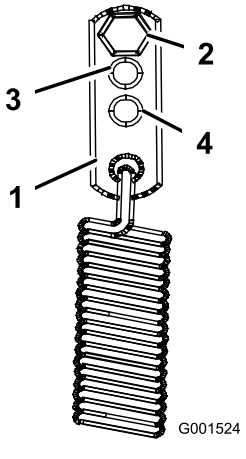

Figur 42
3. Flyt fjederankerforbindelserne til enten positionen middel eller svær (Figur 42). Fjederankerforbindelserne er fastgjort i det øverste bageste hjørne af de hydrauliske drivafskærmninger på maskinens højre og venstre side.